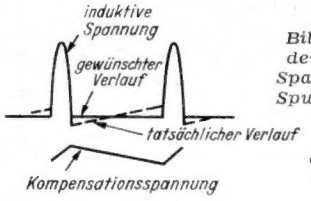

Bild 13. Verlauf der induktiven Spannung an den Spulen ohne und mit Berücksichtigung des ohmschen Widerstandes
Zunächst sei angenommen, daß der Stromanstieg in den Ablenkspulen während des Hinlaufs zeitlinear ist; dann muß während des Hinlaufs die Spannung an den Spulen konstant sein. Dies gilt allerdings nur, wenn der ohmsche Widerstand vernachlässigbar klein ist. Tatsächlich ist dies nicht der Fall. Den Spannungsverlauf für diesen Fall zeigt **Bild 13** (ausgezogene Kurve).
Darin ist L die Selbstinduktion der Ablenkspulen und R der ohmsche Widerstand im Ablenkkreis. Wesentlich ist jedoch bei der Funktion des Ablenkgeräts, daß die induktive Spannung an den Ablenkspulen während des Hinlaufs konstant ist, wenn die Änderungsgeschwindigkeit des Stromes konstant sein soll. Der an den Spulen entstehenden induktiven Spannung überlagert sich also eine Sägezahnspannung. Sie ist durch das Glied Ri der Gleichung (7) gegeben. Tatsächlich wird nun durch die Diode nicht die induktive Spannung konstant gehalten, sondern die Spannung U. Dem induktiven Spannungsverlauf ist der ohmsche überlagert, wie dies Bild 13 zeigt. Nimmt man an, daß zu Beginn des Hinlaufs der Strom i klein ist, am Ende des Hinlaufs am größten, so wird die induktive Spannung zu Beginn des Hinlaufs einen bestimmten Wert haben, der am Ende des Hinlaufs um den Betrag Ri vermindert, also zu klein geworden ist. Soll die induktive Spannung jedoch konstant bleiben, so muß der den Spulen zugeführten Spannung die durch den ohmschen Widerstand R verursachte Sägezahnkomponente hinzugefügt werden. Zur konstanten Spannung der Diode muß also eine Sägezahnspanung zur Kompensation des ohmschen Widerstandes addiert werden. In Bild 13 ist diese angedeutet. In Bild 4 wird die Spannung zu der am Kondensator C 22 liegenden addiert. Dazu dient der aus C 22, C 23, L 6 und einer Teilspule des Transformators gebildete und durch einen ohmschen Reihenwiderstand gedämpfte Schwingkreis. An C 22 entsteht infolge der vom Transformator dem Kreis zugeführten Impulsspannung durch Integration des Stroms die notwendige Kompensationsspannung. Das richtige Maß der Kompensation wird durch Regelung von L 6 erreicht. Die Resonanz des Kreises liegt unterhalb der Horizontalfrequenz.
bzw. je größer die Selbstinduktion ist, um so kleiner muß der Kondensator sein. Im vorliegenden Fall besitzt er eine Kapazität von 60 nF. Praktisch ist dem Spannungsverlauf nach Bild 16 noch die Kompensationsspannung zur Linearisierung überlagert (Bild 13).